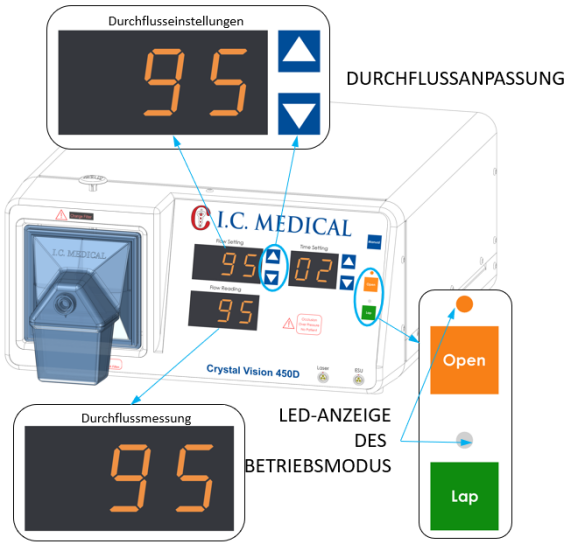

Abbildung 11: Durchflussanpassungstasten.
6. Mit den DURCHFLUSSEINSTELLUNG-Tasten (Pfeil nach oben und Pfeil nach unten) (Abbildung 11) können Sie den gewünschten Durchflusspegel in der Durchflusseinstellung Anzeige einstellen. Das digitale Durchflussmessgerät zeigt den tatsächlichen Durchfluss durch das Gerät an. Einige HF-Störungen können dazu führen, dass Durchflusseinstellung und Durchflussmessung flackern. Dies hat jedoch keinen Einfluss auf den tatsächlichen Durchfluss oder die Funktionalität des CRYSTAL VISION®-Gerätes.